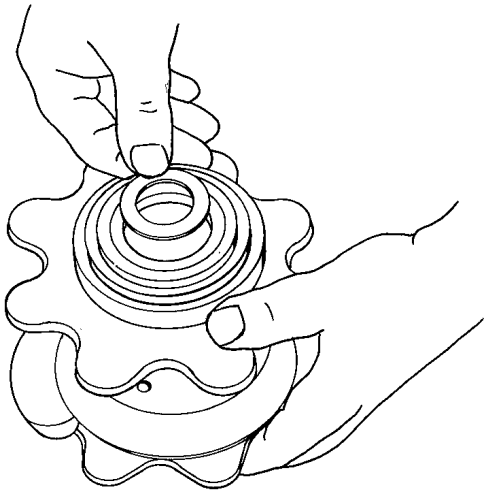

Fig. 6
- Put shims TP No. 469383 in the safety sprocket, see fig. 6.